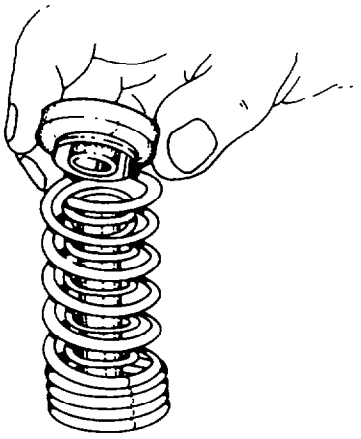

Fig. 48 — Installing Valve Rotators
b. Before installing the valve rotators, visually inspect for looseness, broken pieces and cracks in the tapered hole. If no defects are noted turn the rotator by hand. The upper and lower sections should rotate smoothly without binding. Replace defective units. After checking, install with the small end down (see fig. 48).